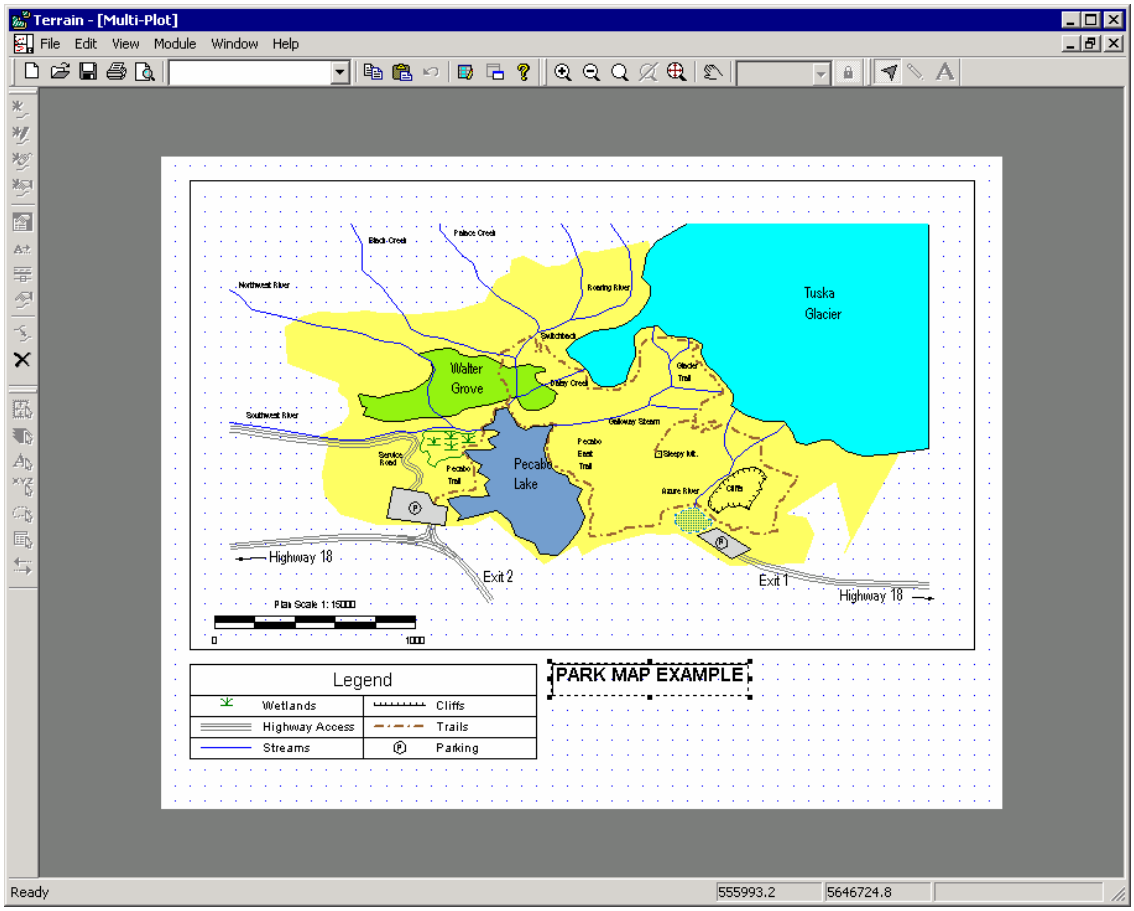

Figure 3.35: Multi-Plot Rectangle
17. Choose menu Edit | New Sub-view | Rectangle. Type in the Text “Example Park Map” and choose the Font button and set the font size to 18. Press OK and position the sub-view as shown in figure 3.35.